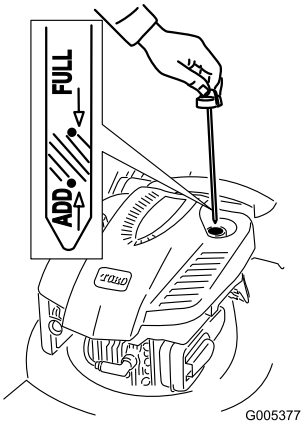

Figura 8
1. Togliete l'asta di livello (Figura 8).
2. Versate **lentamente** l'olio nel tubo di riempimento finché non raggiunge il segno di **pieno** sull'asta (Figura 8). **Non riempite troppo.** (Riempimento massimo: 0,59 litri, tipo: olio detergente SAE 30 con service classification API SF, SG, SH, SJ, SL o superiore.)